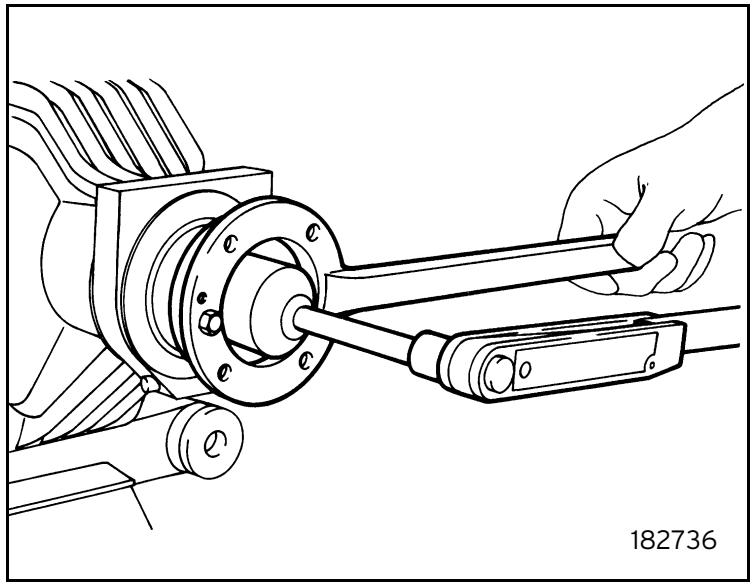

Fig. 36
- Fit the propeller shaft flange and fasten the ring at the specified tightening torque (figure 36):